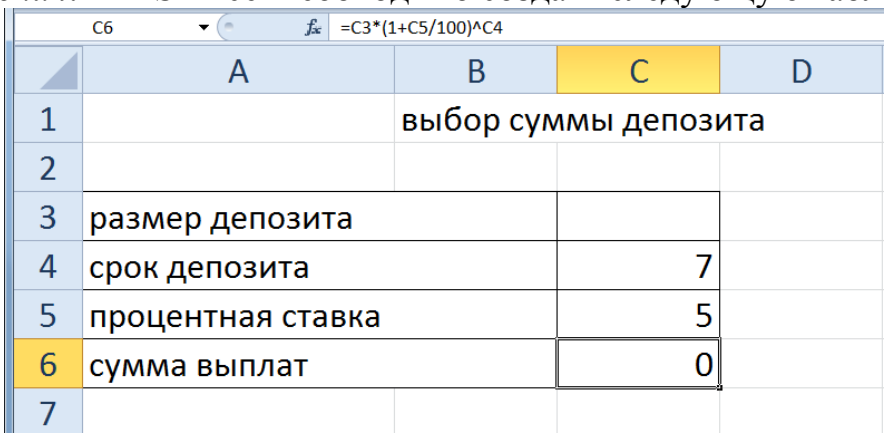

Рис. 1. Таблица расчётов в MS Excel
*Пример решения*. В MS Excel необходимо создать следующую таблицу (рис. 1):
1. Для ясности мы используем данные из предыдущей задачи, поэтому вам нужно скопировать таблицу, как показано на рис. 1 на пустой лист книги MS Excel;